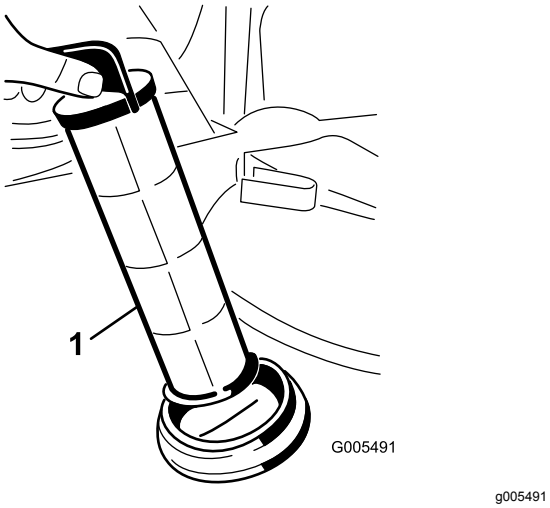

Figur 67
4. Trekk sugefilteret ut av sugefilterhuset i tanken (Figur 67).